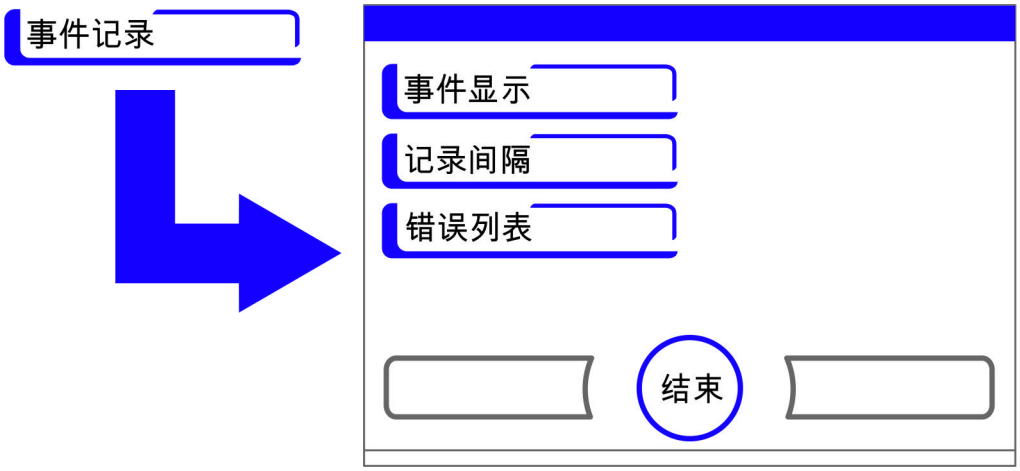

图 6-31. 选择菜单数据记录
通过选择菜单数据记录（图 6-31）可以调用记录和输出在设备运行期间事件的对话框：
- 出现在 图 6-31 中所示的选择对话框。